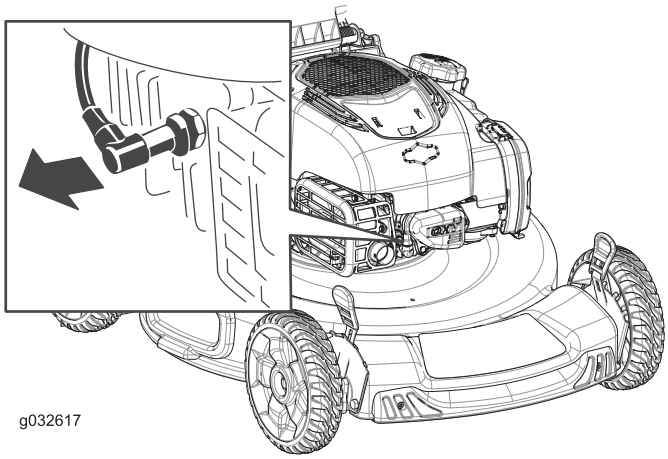

Figuur 29
2. Trek de bougiekabel los van de bougie (Figuur 29) voordat u onderhoudswerkzaamheden uitvoert.